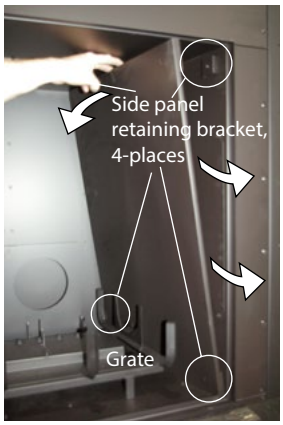

Figure 24a. (Removing interior stand-off panels).
Step 2. Tilt the panel out from the top, and remove the panel from the firebox. Pull out of the firebox straight, toward you without hitting the Grate or panel Retaining brackets, ***Figure 24a***.